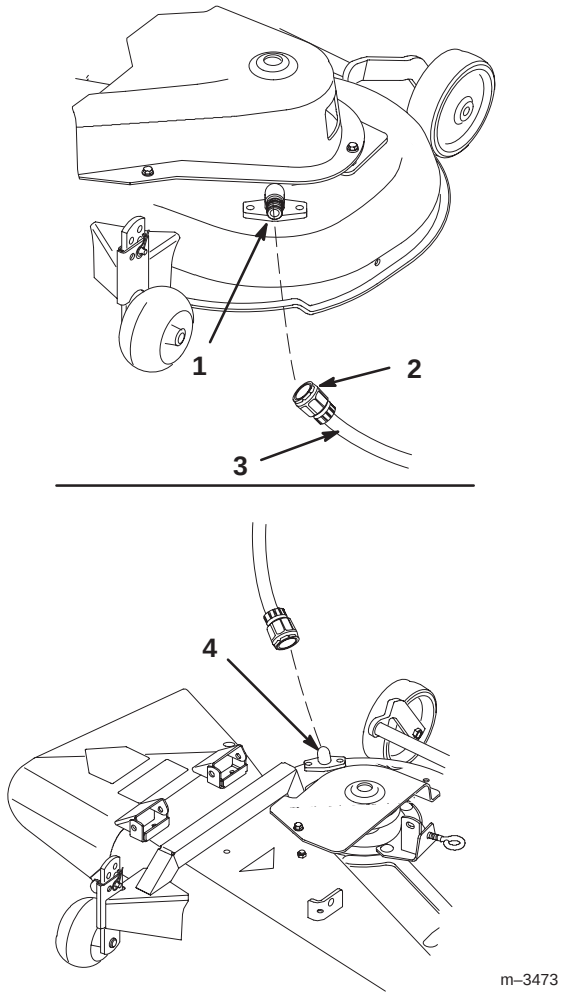

Figure 31
2. Connecter un raccord de tuyau au bout de la prise de lavage gauche de l'unité de coupe, et ouvrir le robinet complètement (Fig. 31).